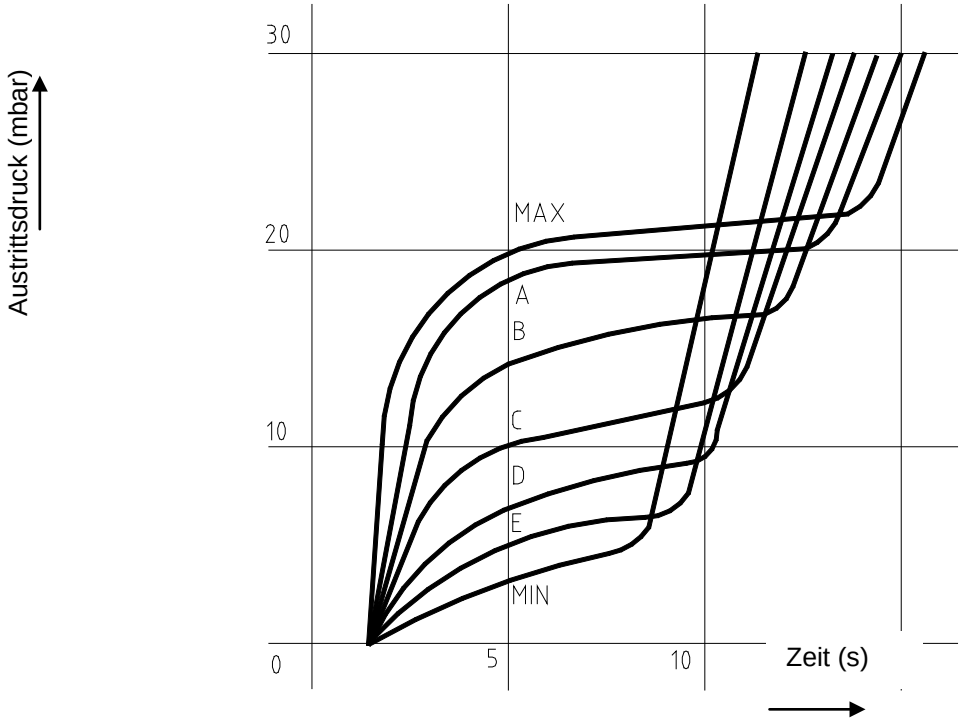

Abb. 4: Öffnungscharakteristik des Hauptventils
3. Wenn der Pfeil gegen die Gasdurchflussrichtung gedreht ist, ist der Anlauf am langsamsten (s. Abb. 4 - Kurve MIN).
4. Zeigt der Pfeil in Gasdurchflussrichtung, ist der Anlauf am schnellsten (s. Abb. 4 - Kurve MAX).